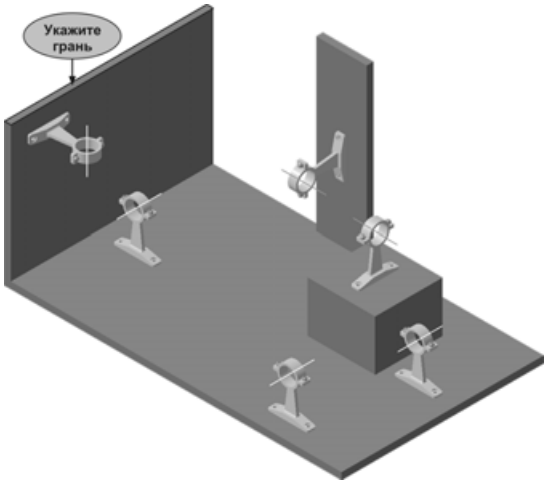

Рис. 8.66
- Укажите узкую грань основания (рис. 8.66) и нажмите кнопку **Создать деталь** на инструментальной панели **Редактирование сборки**.